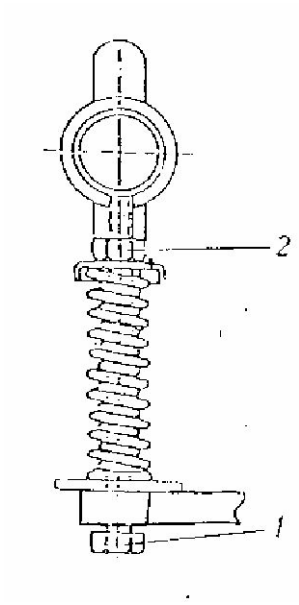

Рис. 13. Натяжитель ковшовой ленты
Ковшовая лента должна быть натянута так, чтобы она не задерживалась во время работы при нормально заполненной камере высаживания. Лента не может передвигаться в стороны. Лента натягивается равномерно с двух сторон – ввинчивается винт (1 рис. 13) в гайку (2). Затем следует передвинуть буфер (3), чтобы сохранить щель 2 мм между головкой винта и буфером.